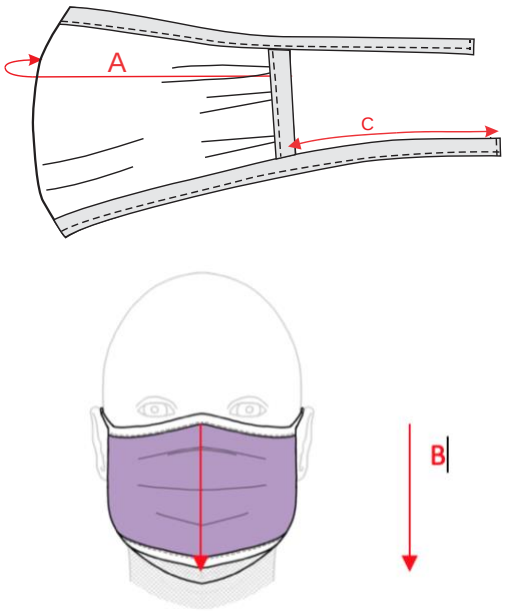

Figura 8
5.2 Las medidas sugeridas para la mascarilla facial de tela con pliegues (modelo 3.1.2.) se especifica en el Tabla 2. (Véase figura 8).